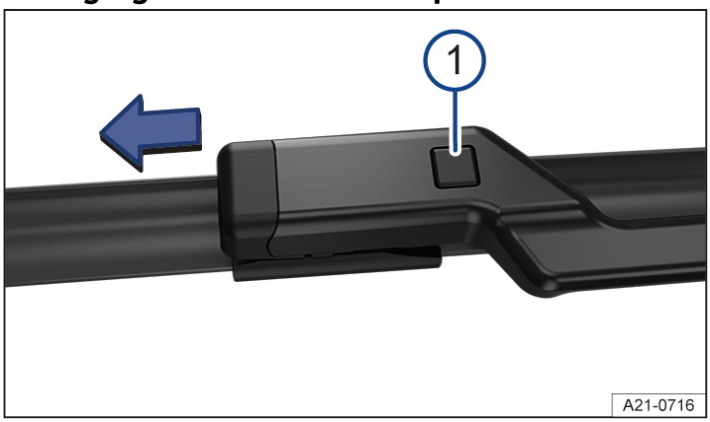

Fig. 1 Changing the windshield wiper blades.
3. Press and hold the release button and remove the wiper blade at the same time in the direction of the arrow → *fig. 1* (1).